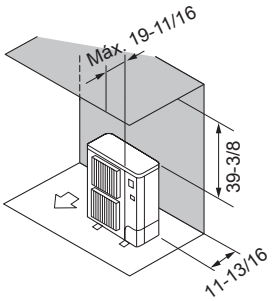

Fig. 3-6
② Obstáculos sólo en la parte trasera y superior (Fig. 3-6)